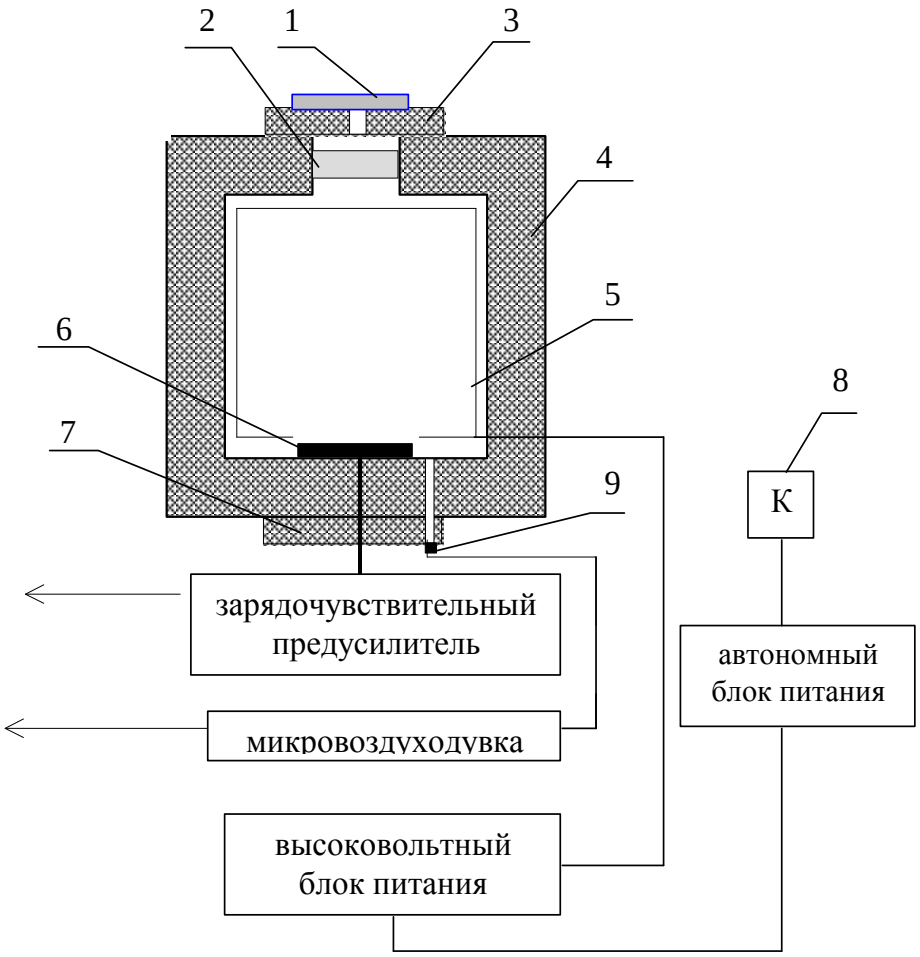

Рис. 1. Блок-схема станции.
5.1. Станция выполнена в виде отдельного блока, размещенного в герметичном цилиндрическом корпусе. Основными его узлами (см. рисунок 1) являются: